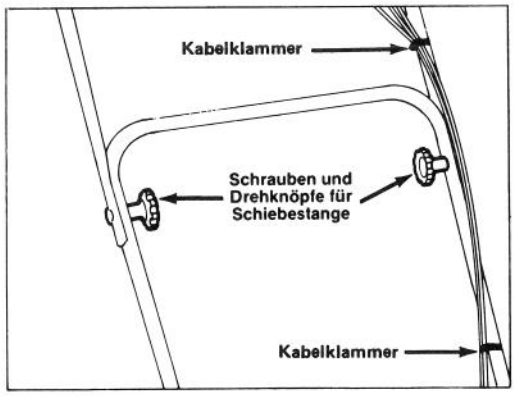

Abbildung 2
2. OBERE SCHIEBESTANGEN (Abb. 2) — Obere und untere Schiebestangen mit den Schrauben und Drehknöpfen befestigen. Kontrollkabel müssen vor der unteren Querstange laufen. Steuerkabel mit Kabelklammern in Stellung sichern.